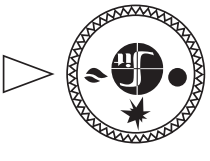

Рис. 10.
7.4. В этом положении ручка управления удерживается **нажатая до упора**, одновременно нажимается (при необходимости несколько раз) кнопка пьезовоспламенителя, пока не загорится пилотная горелка (см. в смотровое окно). После того как загорится пилотная горелка, ручка **удерживается в нажатом состоянии не менее 30 секунд**, после чего ручка отпускается и переводится в положение **«факел»** (рис. 10). При первом пуске котла необходимо держать котёл на пилотной горелке не менее 3 минут, после чего переводить в положение «факел». При переводе ручки управления в положение **«факел»**, подача газа к главной горелке разблокируется.